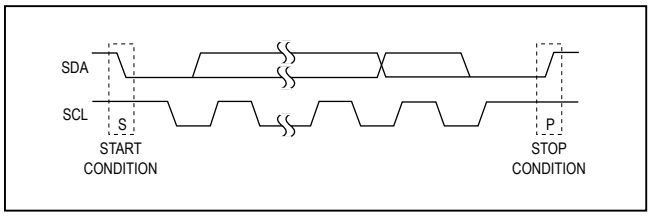

Figure 2. Start and Stop Conditions
Each transmission consists of a START condition sent by a master, followed by the MAX7324's 7-bit slave address plus R/$\overline{W}$ bit, 1 or more data bytes, and finally a STOP condition (Figure 2).
Both SCL and SDA remain high when the interface is not busy. A master signals the beginning of a transmission with a START (S) condition by transitioning SDA from high to low while SCL is high. When the master has finished communicating with the slave, the master issues a STOP (P) condition by transitioning SDA from low to high while SCL is high. The bus is then free for another transmission (Figure 2).